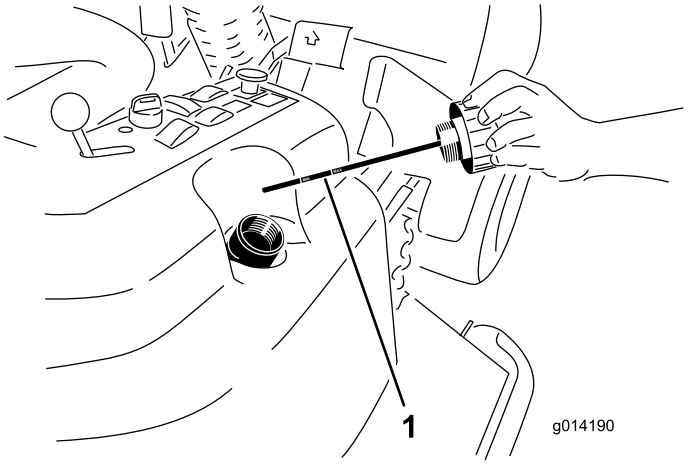

Figura 62
2. Retire el tapón de llenado de aceite hidráulico (Figura 62) del cuello de llenado.
3. Retire la varilla y límpiela con un paño limpio (Figura 62).
4. Introduzca la varilla a fondo en el cuello de llenado; luego retírela y compruebe el nivel del aceite (Figura 62).